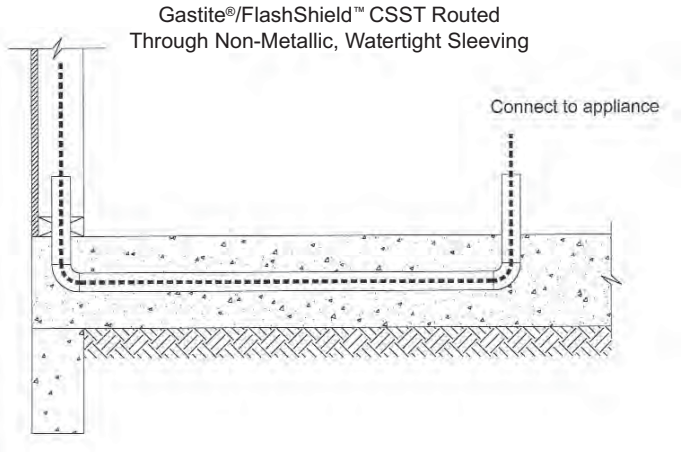

Fig. 4-85
a) Gastite®/FlashShield™ CSST shall not be buried directly in the ground or directly embedded in concrete (e.g. slab on grade construction, patio slabs, foundations and walkways). When it is necessary to bury or embed Gastite®/FlashShield™ CSST, the tubing shall be routed inside a non-metallic, watertight conduit that has an inside diameter at least 1/2 inch larger than the O.D. of the tubing (Fig. 4-85). For ends of the conduit installed outdoors, the conduit shall be sealed at any exposed end to prevent water from entering.